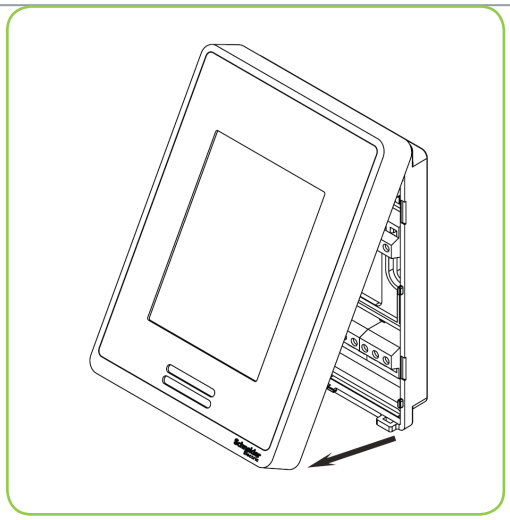

Рис. 1. Откройте крышку
- Откройте устройство, потянув на себя нижнюю часть контроллера оконечного оборудования фанкойла (рис. 1).